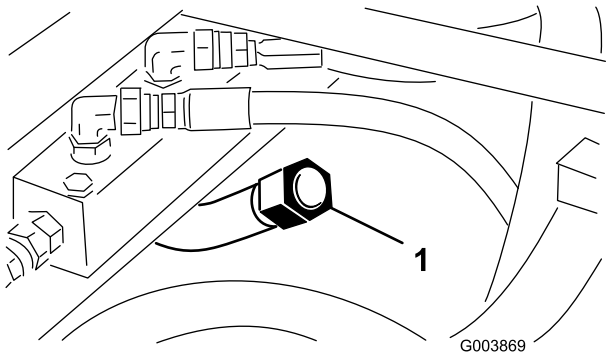

Figur 27
3. Skru løs peilestavhetten fra fra giroljepåfyllingshalsen (Figur 27), og tørk av den med en ren fille.